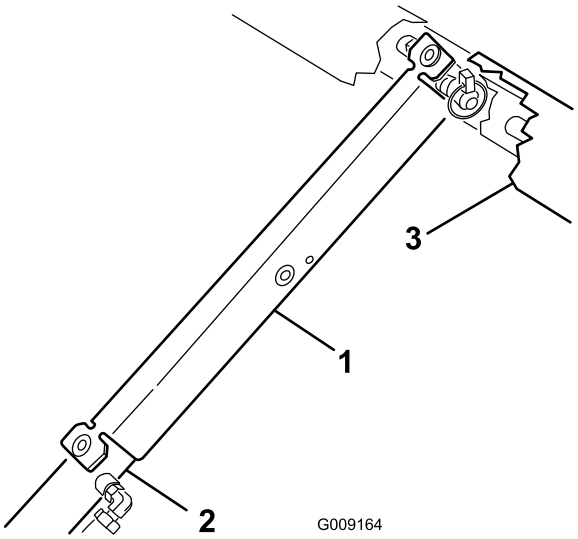

Figuur 13
3. Druk de beveiligingssteun op de cilinderstang, waarbij u ervoor moet zorgen dat de beide uiteinden van de laadbakbeveiliging rusten op het uiteinde van de cilinderbus en het uiteinde van de cilinderstang (Figuur 13).